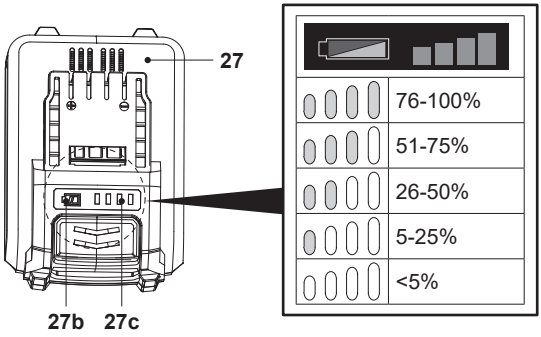

Fig. 9
La batterie (27) est équipée d'indicateurs de capacité de la batterie (27c) qui affichent sa capacité restante. Appuyer sur le bouton de capacité de la batterie (27b) pour en vérifier la capacité (Fig. 9). Les LED restent allumées pendant environ 3 secondes.